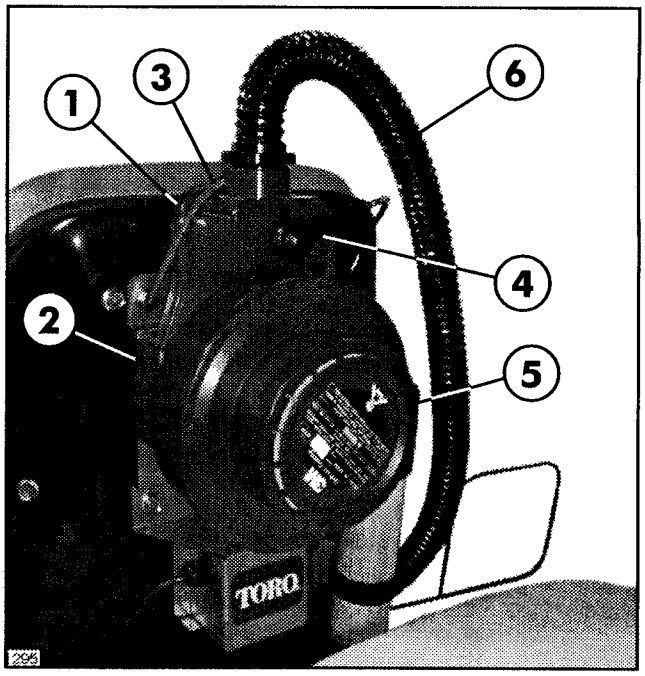

FIG. 7
18. Slide the Motor/Blower Unit into the Vehicle Mount PAPR Assembly and secure using Spring on top of Vehicle Mount PAPR Assembly. See FIG. 7.